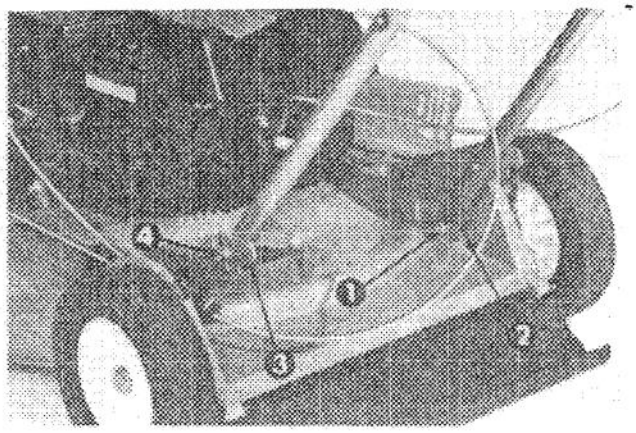
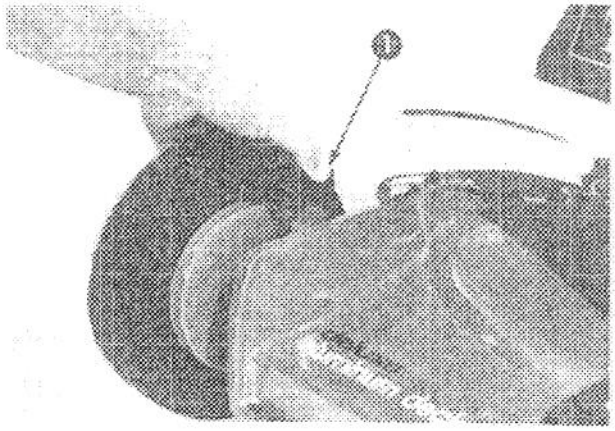

Figure 1
Figure 4
1. Push ends of lower handle together and install handle on pivot studs (Fig. 1).
2. Move handle and handle latches backward until the handle studs snap into center latch hole (Fig. 1). Retain handle on pivot studs with two hair pin cotters.
3. Set all wheels in 2 inch (51 mm), mid position (Fig. 4): refer to Adjust Height-of-Cut, page 8. Step behind handle and check its height. If higher or lower handle height is desired, position pins into one of the other holes in the latches (Fig. 1).